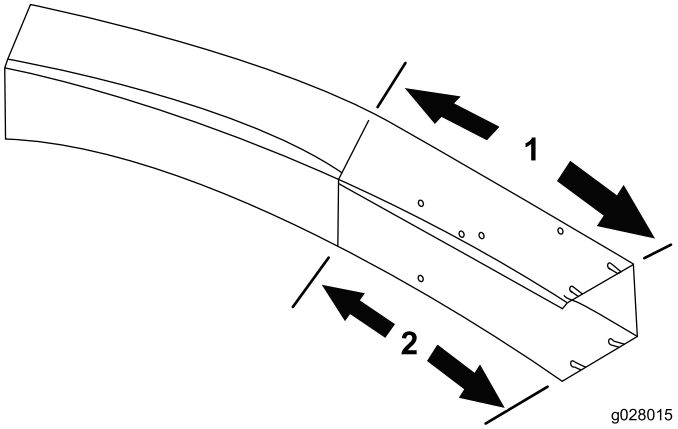

**Figura 18**
1. Con las dimensiones que se muestran en Figura 18, utilice una cinta métrica y marque el conducto.